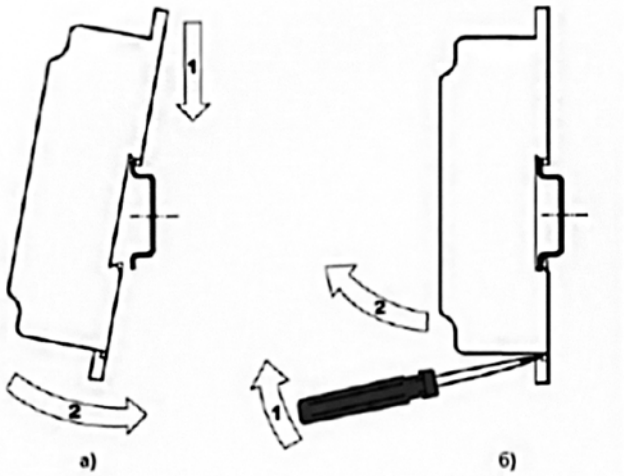

Рис. 2. Монтаж домового концентратора с креплением на DIN-рейке (а) и демонтаж (б)
- Приложить домовой концентратор к DIN-рейке, как показано на рис. 2а, и защелкнуть в направлении стрелки 2.
Для снятия домового концентратора с DIN-рейки необходимо вставить острие отвертки в проушину защелки (рис. 2б) и отжать защелку по стрелке 1, после чего снять корпус прибора с DIN-рейки по стрелке 2.